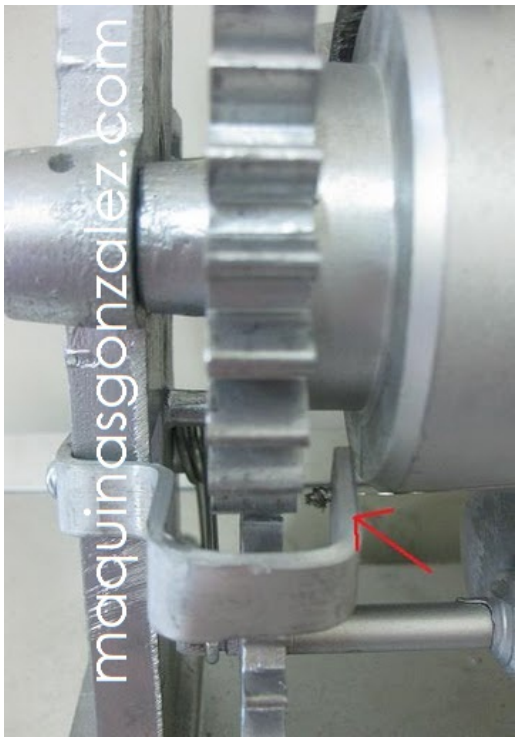
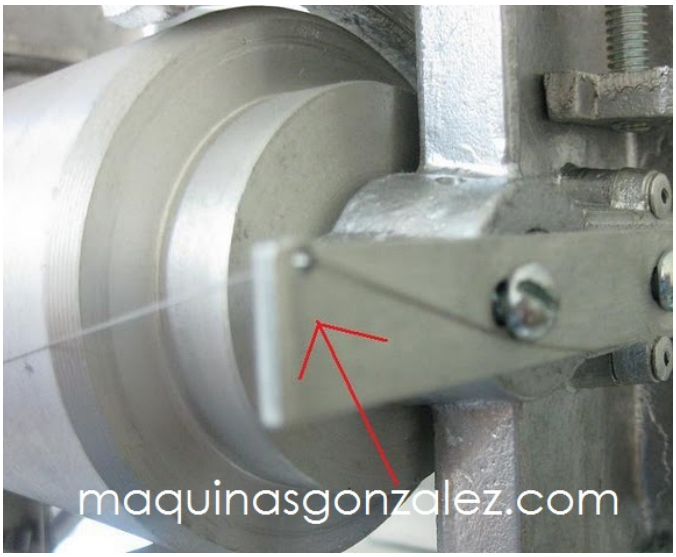

FIGURA 1
FIGURA 2
2. INSTALACIÓN EN RODILLO CÓNCAVO. Estirar el alambre e identificar la punta con y sin nudo. Empezando con la punta sin nudo introducimos la punta como se muestra en la **FIGURA 1**. Estiramos la punta sin nudo y la llevamos al otro extremo introduciéndolo al igual que la **FIGURA 2**.